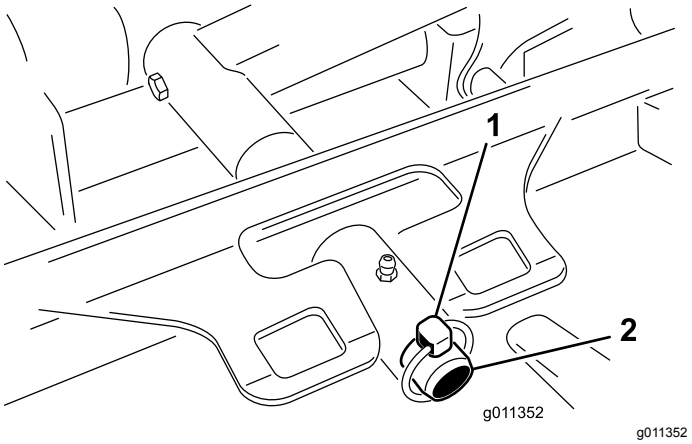

Figur 80
3. Fjern ringstiften, der fastgør klippeskjoldets bæreramme til løftearmens drejetap (Figur 80).
3. Skyd skjoldets bæreramme over på løftearmens drejetap. Fastgør den med ringstiften (Figur 80).